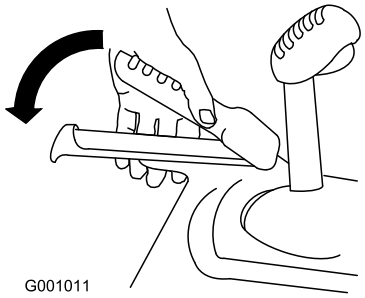

Rysunek 34
1. Aby włączyć napęd trakcyjny, przyciśnij lewą ręką dźwignię (trakcji) do uchwytu (Rysunek 34).